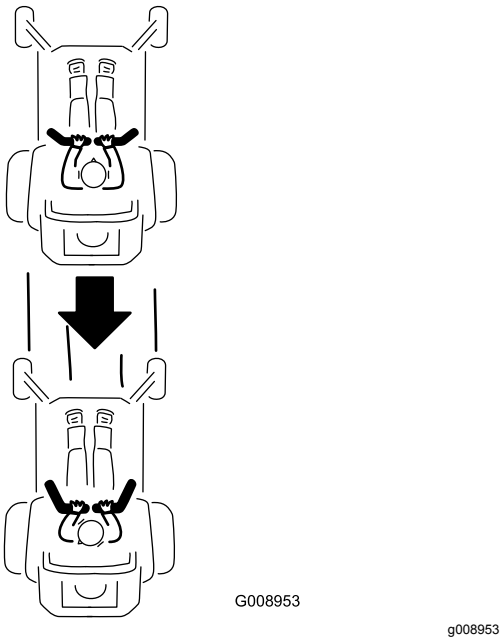

Figure 28
2. Pour vous déplacer en marche arrière, tirez lentement les leviers en arrière (Figure 28).